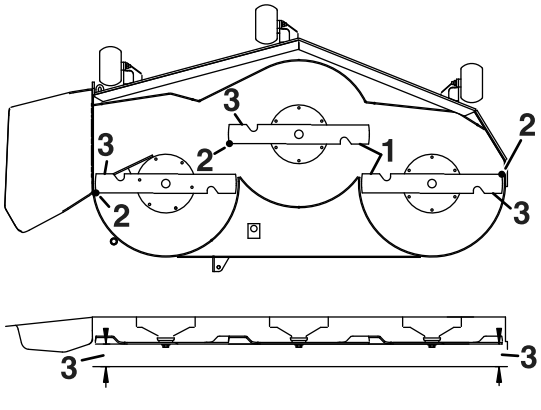

Figur 72
5. Mål avstanden mellom de ytterste knivkantene og det flate underlaget (Figur 72).